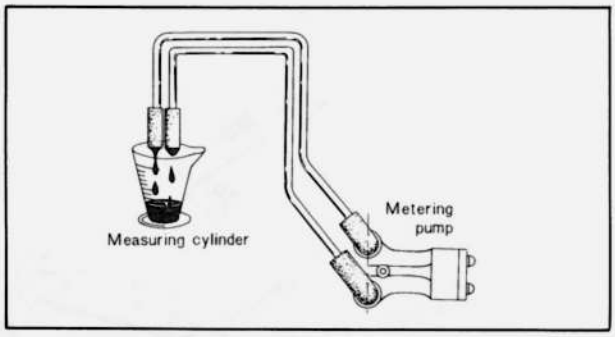

Fig. 2–16 Checking oil discharge
4. Connect a tachometer. Run the engine at **2,000 rpm** and put the oil hoses in the measuring cylinder as shown in Fig. 2–16.